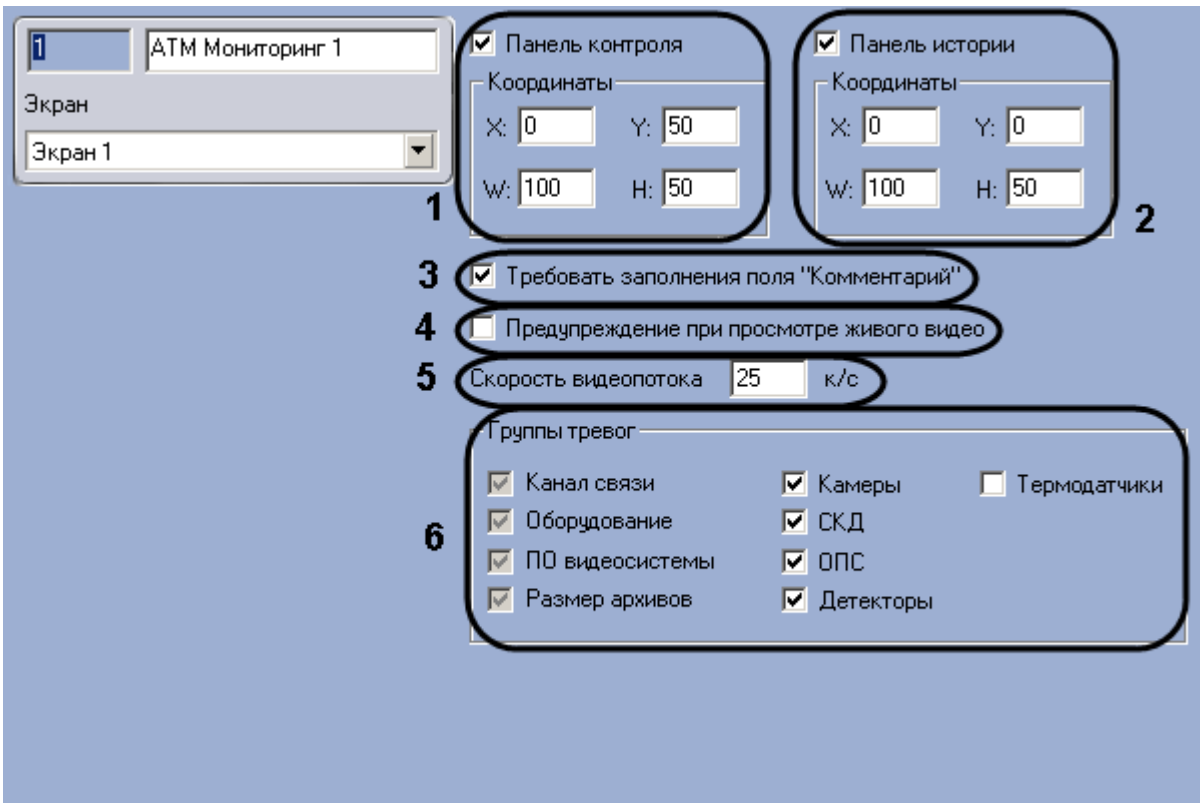

Рис. 6.1—1 Настройка интерфейсного объекта МТА Мониторинг
1. Перейти на панель настройки объекта **АТМ Мониторинг** (Рис. 6.1—1).
2. В случае, если необходимо отображать **Панель контроля**, необходимо установить флажок **Панель контроля** и задать координаты ее отображения на экране (см. Рис. 6.1—1, 1).
3. В случае, если необходимо отображать **Панель истории**, необходимо установить флажок **Панель истории** и задать координаты ее отображения на экране (см. Рис. 6.1—1, 2).